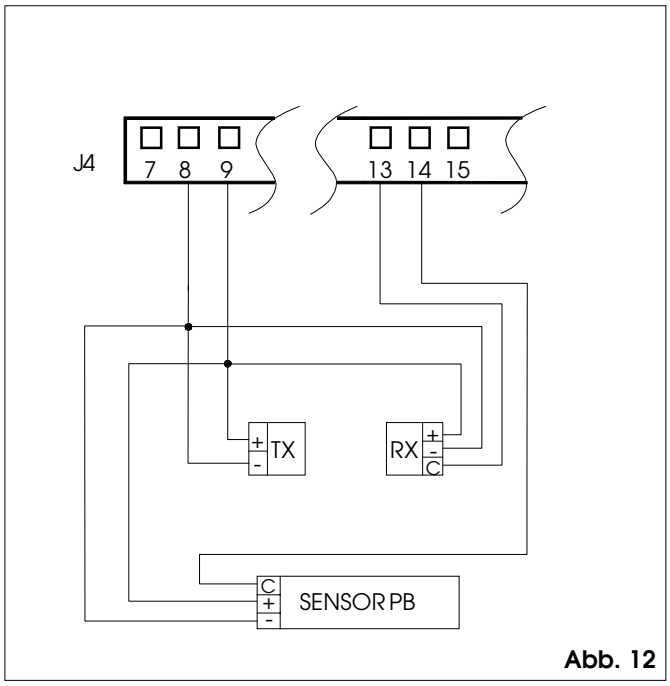

Abb. 12
① **Sicherung F1** 1AT/230Vac - 5x20
② **Stecker J1** Sekundärwicklung Transformator - Abb.12
③ **Stecker J2** Schnellstecker des Wahlschalters Betriebsfunktionen Handbetrieb/Nacht, offen, Automatikbetrieb
④ **Stecker J3** Anschluss KP-Controller